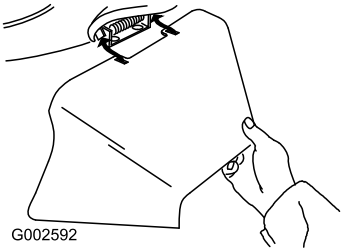

Figur 28
3. Montera sidoutkastarriktaren och stäng luckan till riktaren (Figur 28).